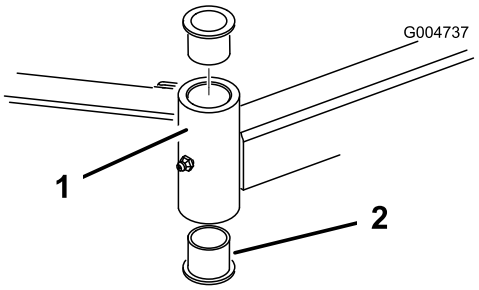

Рисунок 78
4. Вставьте выколотку сверху или снизу монтажной трубы и выбейте втулку из трубы (Рисунок 78). Выбейте также из трубы другую втулку. Очистите от грязи внутреннюю поверхность трубы.